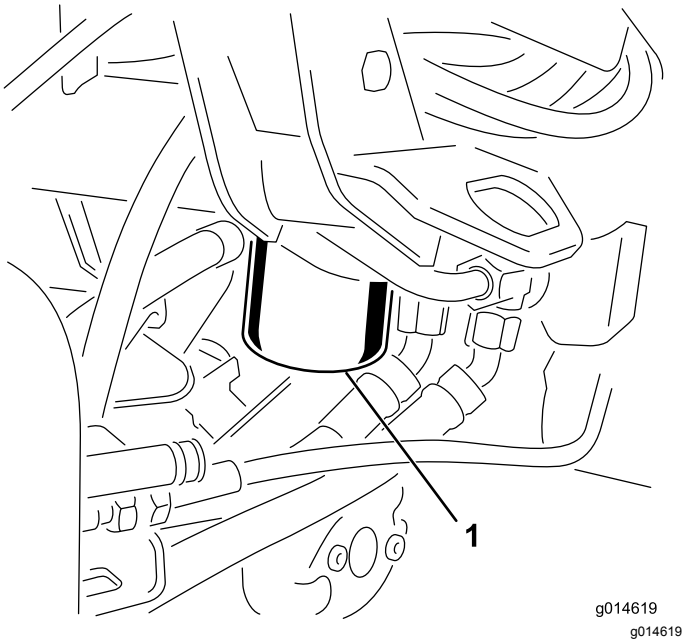

Figure 56
1. Nettoyez la zone autour de la surface de montage du filtre (Figure 56). Placez un bac de vidange sous le filtre et enlevez le filtre.